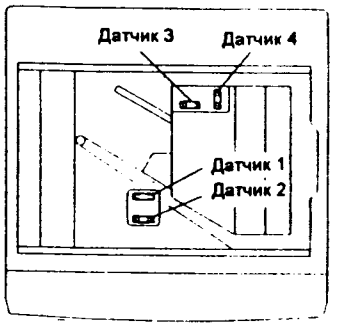

Рис. 1 NZM-0076
- (Рис. 1): Датчики формата оригинала расположены следующим образом: